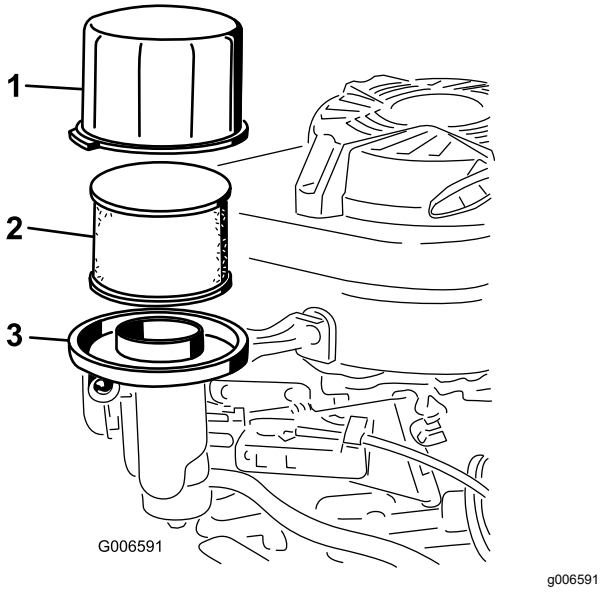

Figura 25
3. Retire la tapa y límpiela a fondo (Figura 25).
4. Retire el prefiltro de espuma del filtro de papel (Figura 25) y sustituya el filtro de papel si está excesivamente sucio.